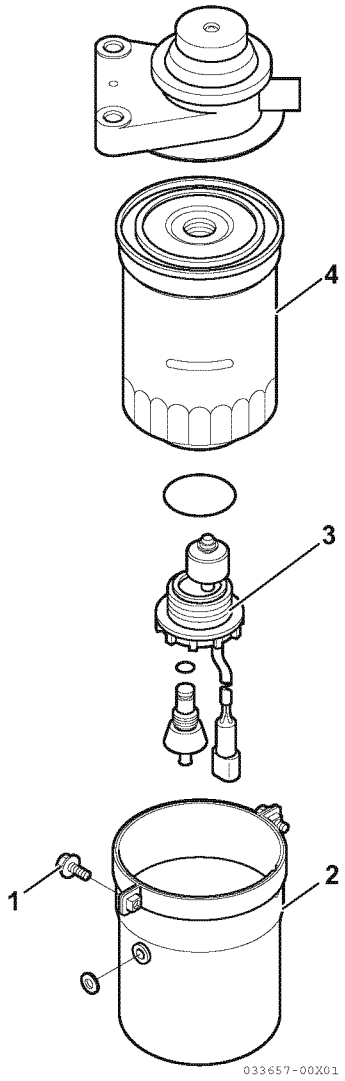
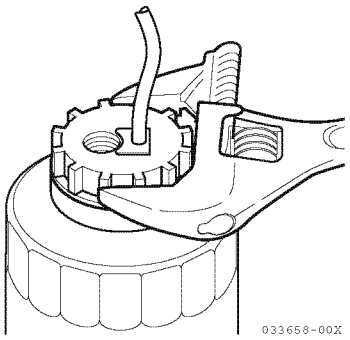

Figur 6
Figur 7
2. Fjern de to monteringsskruene (1, **Figur 6**) og huset (2, **Figur 6**).
5. Fjern alarmbryteren ((3, **Figur 6**) og (**Figur 7**)) Med en skrunøkkel.
6. Fjern filterelementet (4, **Figur 6**) med en filternøkkel.